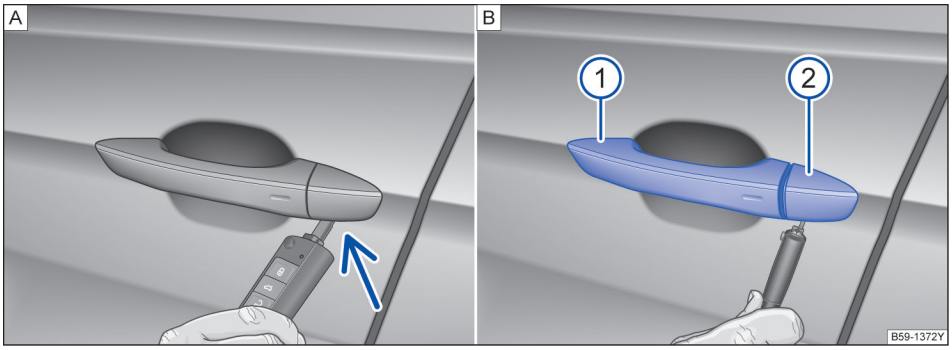

图 56 取下在驾驶员车门内车门锁的盖罩
– 拉起开门把手→ 图 56 B ①。
– 将无线遥控钥匙的钥匙头从下面插入盖罩的开口内→ 图 56 B ②。
– 转动钥匙以便松开盖罩并取下→ 图 56 A。